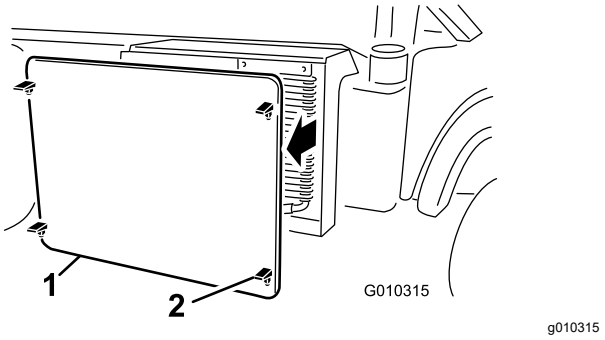

Figur 53
5. Løsn og fjern kølergitteret foran på køleren (Figur 53).